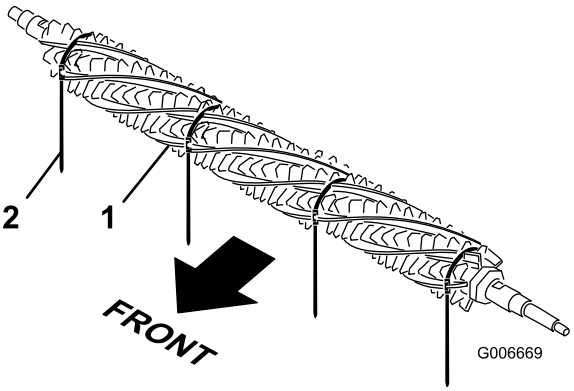

Figure 36
1. From one side of the groomer reel, slide a brush into each groove around the full length of the groomer reel (Figure 36).